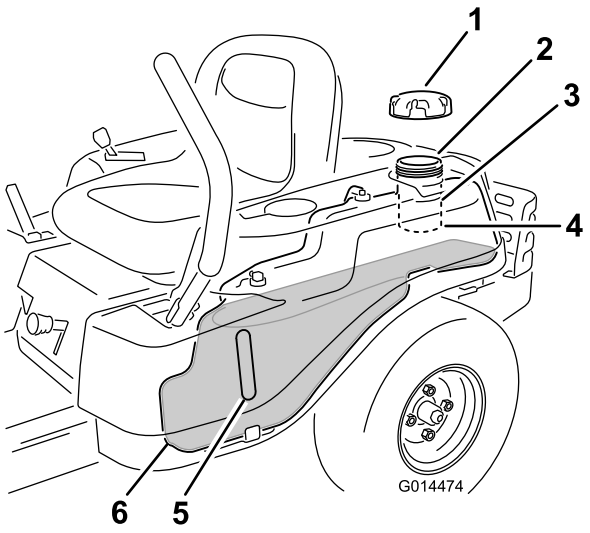

Figur 9
Merk: Du kan bruke drivstoffluken for å kontrollere hvor mye bensin det er før du fyller tanken (Figur 9).
2. Fyll tanken **forsiktig** opp med vanlig blyfri bensin, til drivstoffet når bunnen på påfyllingshalsen (Figur 9).